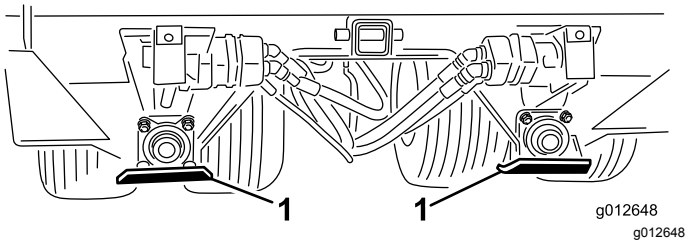

Figur 8
1. Plasser støtteplaten som vist i Figur 8.